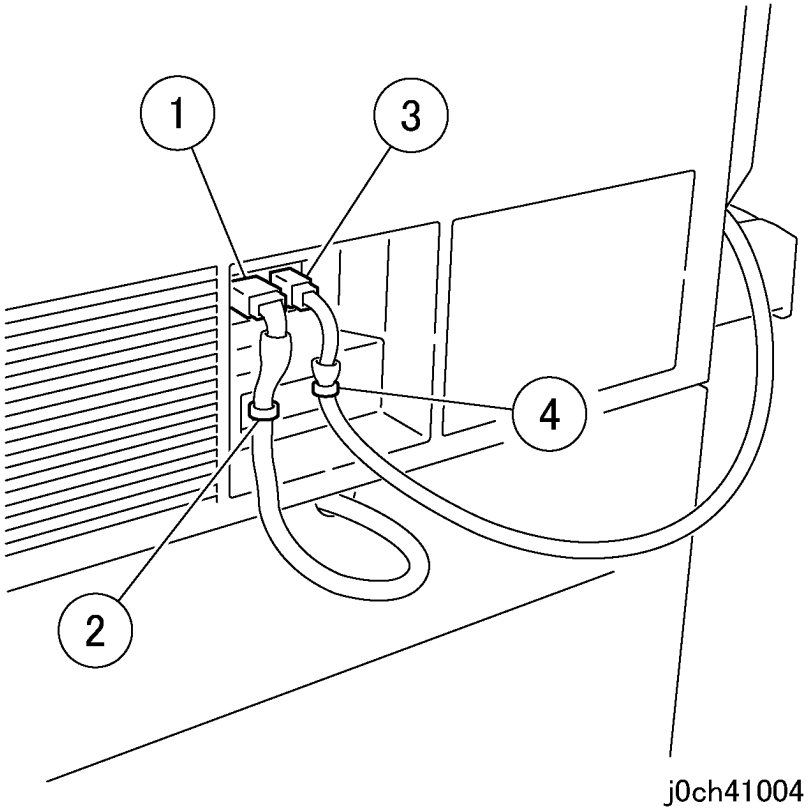

Рисунок 2 Отсоединение разъемов (j0ch41004)
2. Для аппаратов с дуплексным модулем и аппаратов с модулем лотков отсоедините разъемы, подключенные к дуплексному модулю и модулю лотков (рисунок 2).